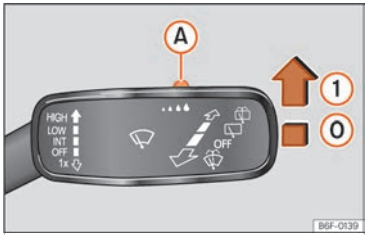

Fig. 87 Palanca de l'eixugaparabrises: ajustar el sensor de pluja (A).
Pressioneu la palanca a la posició desitjada ››› fig. 87.
Si es desconnecta l'encesa i es torna a connectar, el sensor de pluja segueix activat i torna a funciona quan l'eixugaparabrises està en la posició ››› fig. 87 (1) i se circula a més de 16 km/h (10 mph).